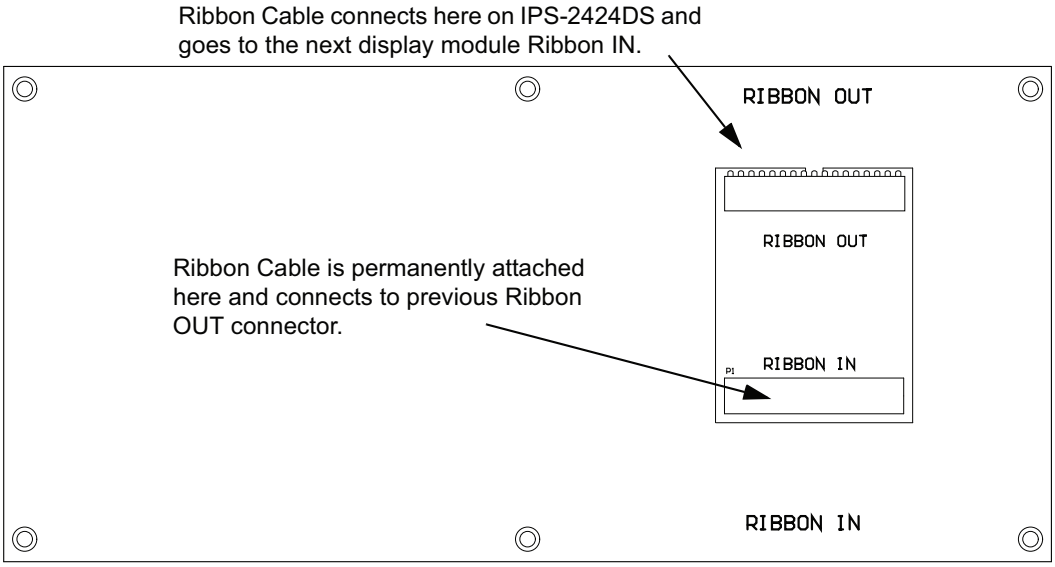

**Figure 8 IPS-2424DS Cable Connections**
2. Disconnect main and standby power and connect the IPS-2424DS as shown in Figure 8.